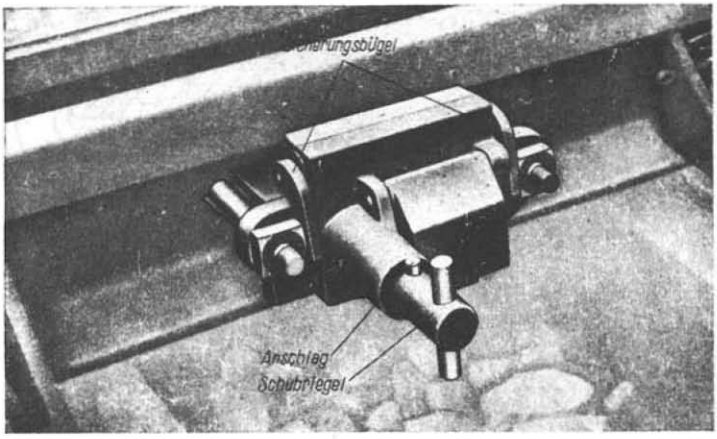

Bild 5
g) Den Schubriegel bis zum Anschlag einschieben (vgl. Bild 5), das Weichenschloß durch Linksdrehen des Schlüssels verschließen und Schlüssel abziehen.